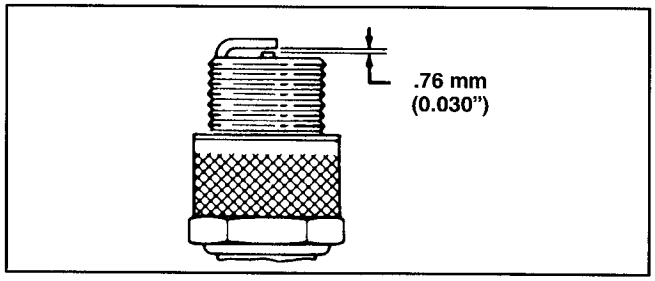

Figure 15
3. Set air gap at 0.76 mm (0.030") (Fig. 15). Install correctly gapped spark plug and gasket seal. Tighten plug firmly to 19 N·m (14 ft–lb).